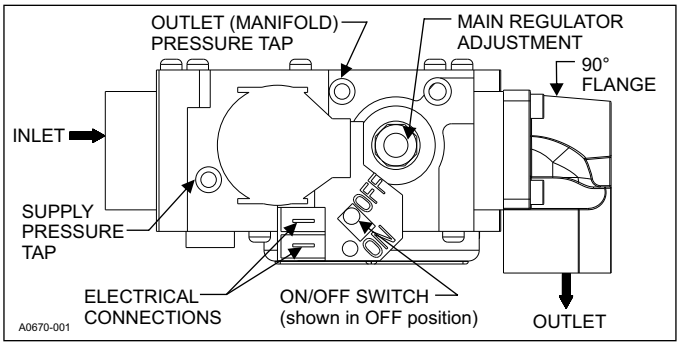

**Figure 29:** Gas valve
1. See **Figure 29** for location of pressure regulator adjustment cap and adjustment screw on main gas valve.